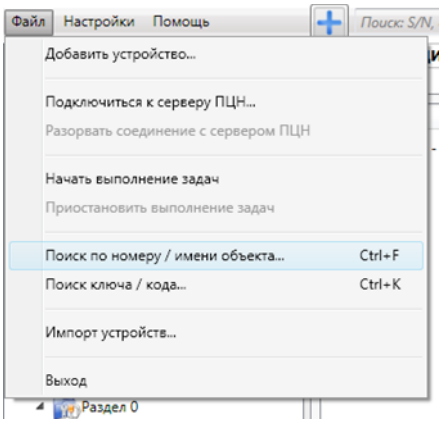

Рис. 11.1. Меню *Файл*, выбор функции *Поиск по номеру / имени объекта*
1. В основном окне программы в меню *Файл* выберите *Поиск по номеру / имени объекта* (рис. 11.1).